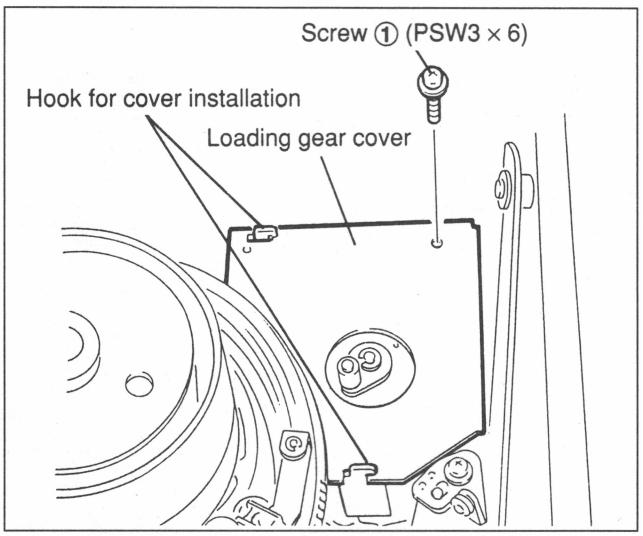

Fig.7-19-3 Loading Gear Cover Remove
(1) Remove screw ① shown in Fig. 7-19-3, then remove a loading gear cover.
(1) Engage the gear of the loading drive gear ass'y and the gear of the loading ring. Tighten two of screw ② of the loading drive gear ass'y above, then install.
(2) Fit the loading gear cover with the cover installation hooks (refer to Fig. 7-19-3) of the loading drive gear ass'y and insert the cover. Then, install it with screw ①.